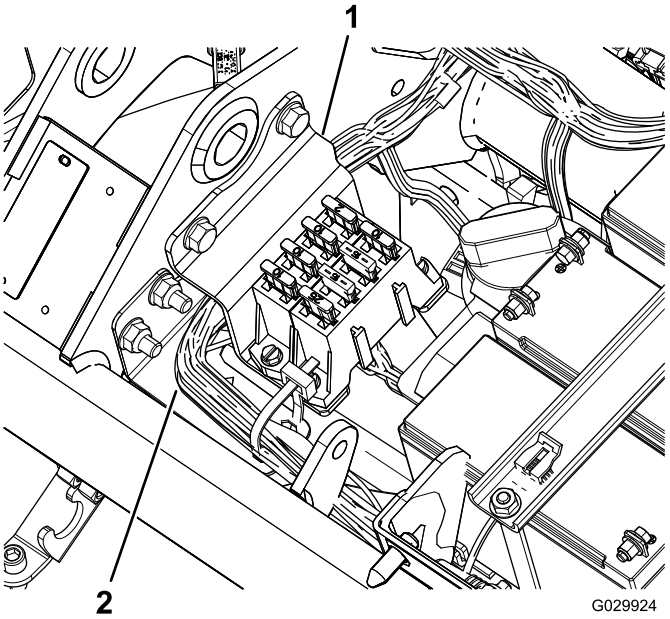

Figura 9
22. Instale el bloque de fusibles, con el arnés enrutado por detrás del soporte (Figura 9).